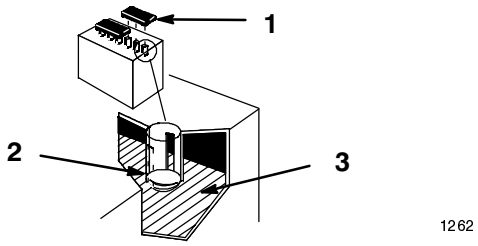

Figure 19
2. Retirer les bouchons pour voir l'intérieur des éléments. L'électrolyte doit arriver jusqu'au bas des tubes (Fig. 19). Ne pas laisser le niveau d'électrolyte descendre en dessous du sommet des plaques (Fig. 19).
2. Retirer les bouchons de remplissage (Fig. 19).
3. Verser lentement de l'eau distillée dans chaque élément de la batterie jusqu'à ce que le niveau arrive au bas du tube (Fig. 19).